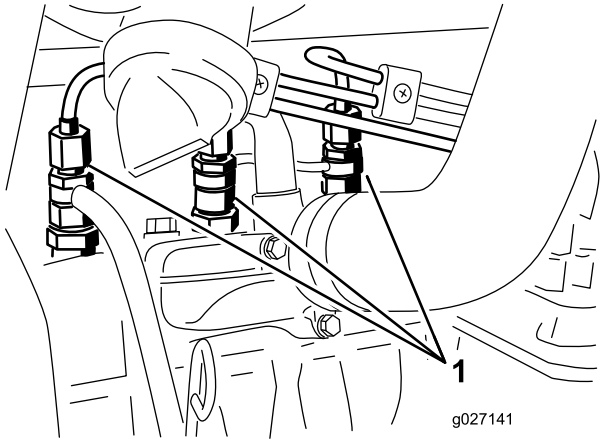

Figur 56
1. Løsn rørforbindelsen til dyse nr. 1 og holdersamlingen (Figur 56).